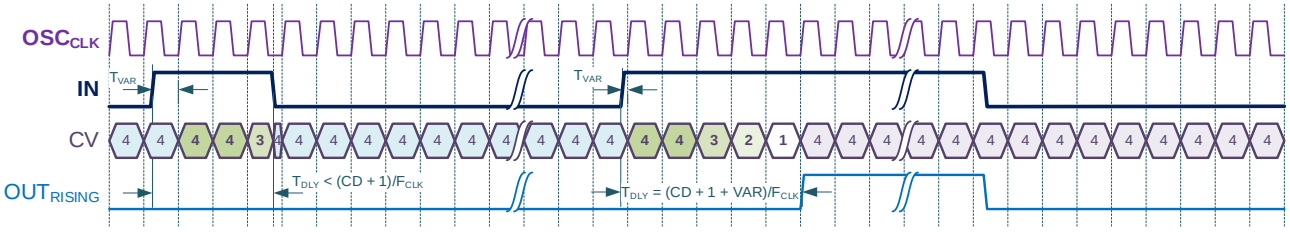
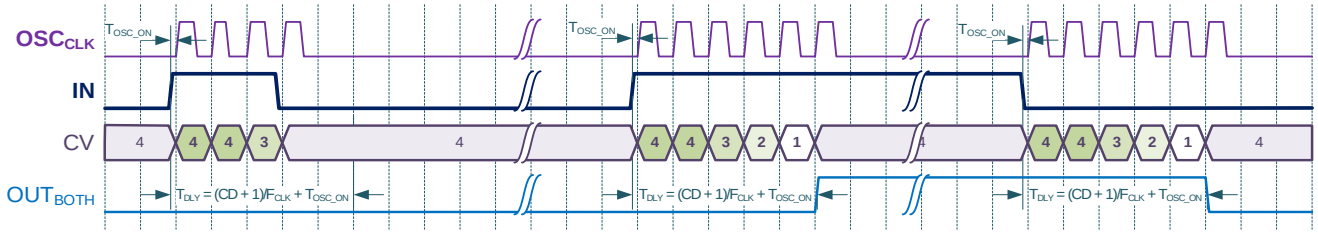

Figure 9.2. Delay Mode Timing Diagram (Rising Edge Detect, Forced OSC)
Figure 9.7. Delay Mode Timing Diagram (Both Edge Detect, Auto OSC)
In Delay mode, the TMR delays the input signal by the selected edge event (rising edge, falling edge, both edges) for a time determined by the Control Data, input clock signal, and selected divider value. If input signal is shorter than the delay value, the signal does not propagate to the output. The timing diagrams of this mode are shown in Figure 9.2…Figure 9.7.
- Delay (Figure 9.2…Figure 9.7)